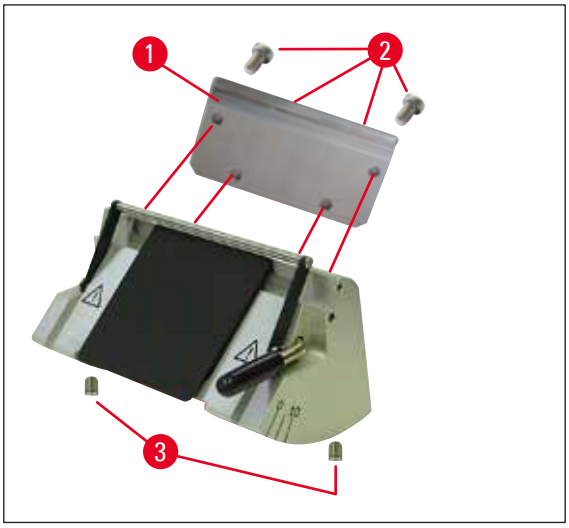
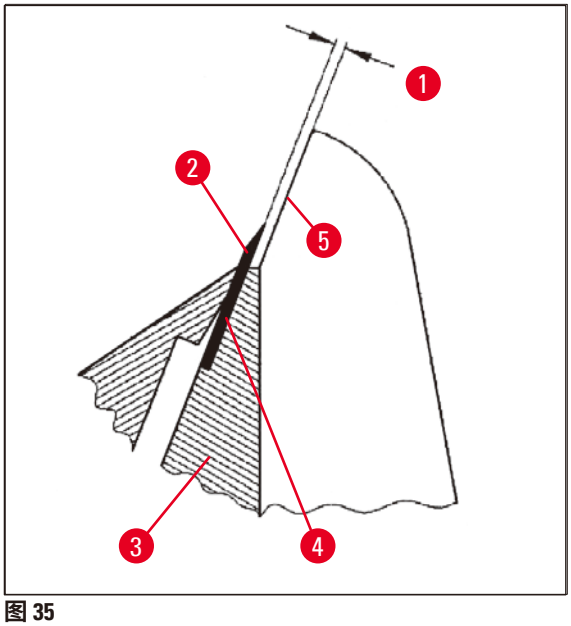

图 34
图 35
- 进行安装时，请确定压板 (→ 图 40-4) 的上沿与后压板 (→ 图 40-2) 的上沿平行且高度相同 (另请参见 (→ 第 42 页 – 图 34)，(→ 第 43 页 – 图 35))。如果需要，调整压板 (→ 第 46 页 – 5.9.10 概述 — 附件)。